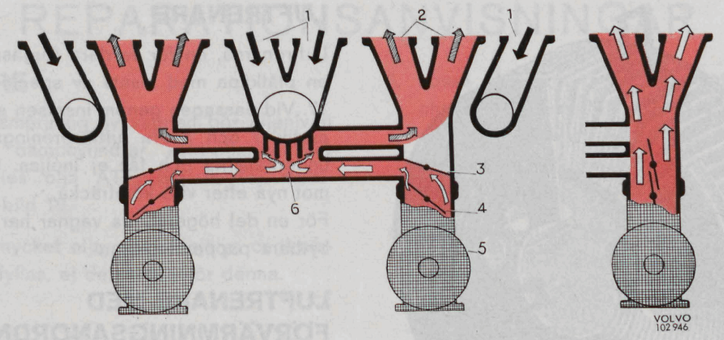

Bild 16. Avgaskontroll.
Systemet åstadkommer en fullständigare förbränning med lägre koloxid- och kolvätehalt i avgaserna. Detta sker genom ett modifierat insugningssystem, som tillåter en mera exakt och magrare bränsleluftblandning. Bild 16 visar principen för systemet på B 18 B-motorn.
Insugningsröret är försett med två sekundärspjäll (3, bild 16). Under normal körning (med lågt effektuttag) är spjällen (3) stängda (vänstra delen av bild 16), så att bränsleluftblandningen från förgasarna leds till en central förvärmningskammare (6) där blandningen värms upp av avgaserna och förångas fullständigt.